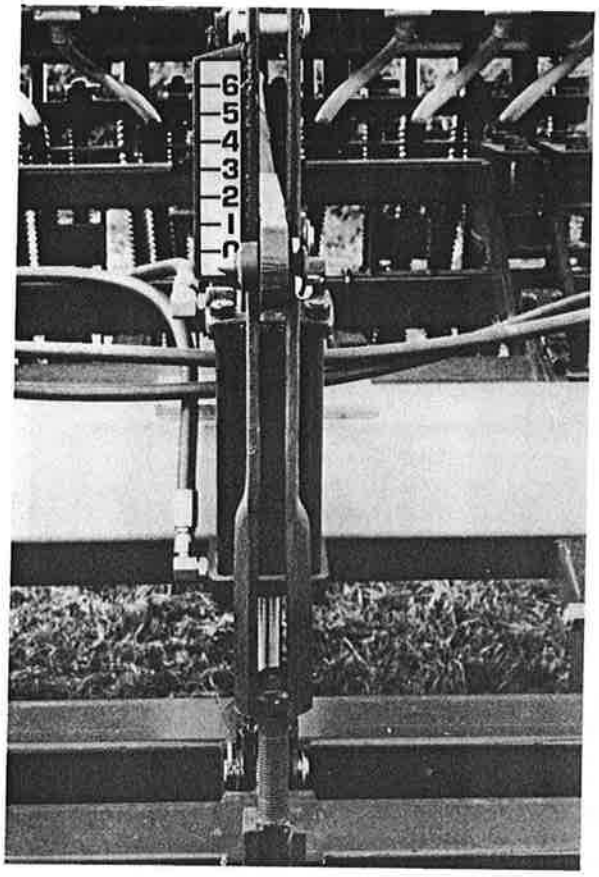

FIGURE 4-8
3. Install the caddy dual top link bracket using two 1" x 3" bolts and locking nuts. The high end of the bracket will face forward and support the 4" x 8" hydraulic cylinder. (See Fig. 4-8)
4. Hang the coulter bar cylinder so the ram clevis is down and the hose ports are on the right side (from the rear). (See Fig. 4-8)
11. The coulter lift bar should now be placed under the caddy with the narrow spool mounting to the rear. Lift the bar through the use of a chain and clevis dropped from above the center of the caddy. Install the rear pivot bolts, using 1" x 5" with locknuts. Do not over-tighten the locknuts. Remove the chain and clevis and lift the bar to attach the coulter bar cylinder. Install lockout as shown. (See Fig. 4-8)